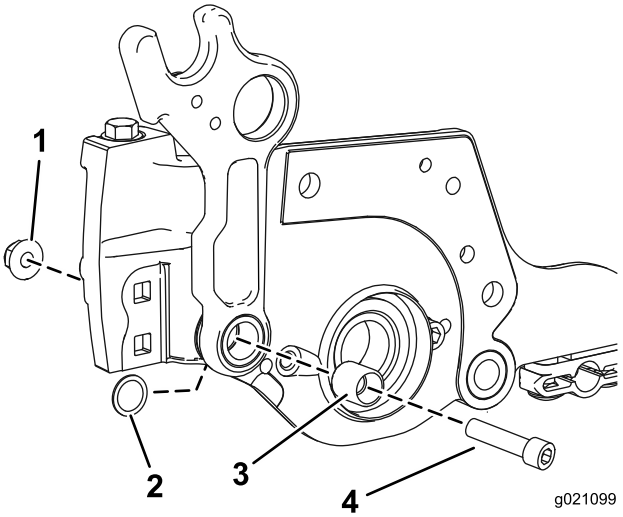

Figure 5
5. Installez un boulon (3/8–16 x 1-1/4 po) et une entretoise neuve, puis fixez-les au moyen de l'écrou fourni dans le kit (Figure 5).
Remarque: Vérifiez que la rondelle plate se trouve entre le cadre et la plaque latérale, et qu'elle est placée autour de l'entretoise, comme montré à la Figure 5.